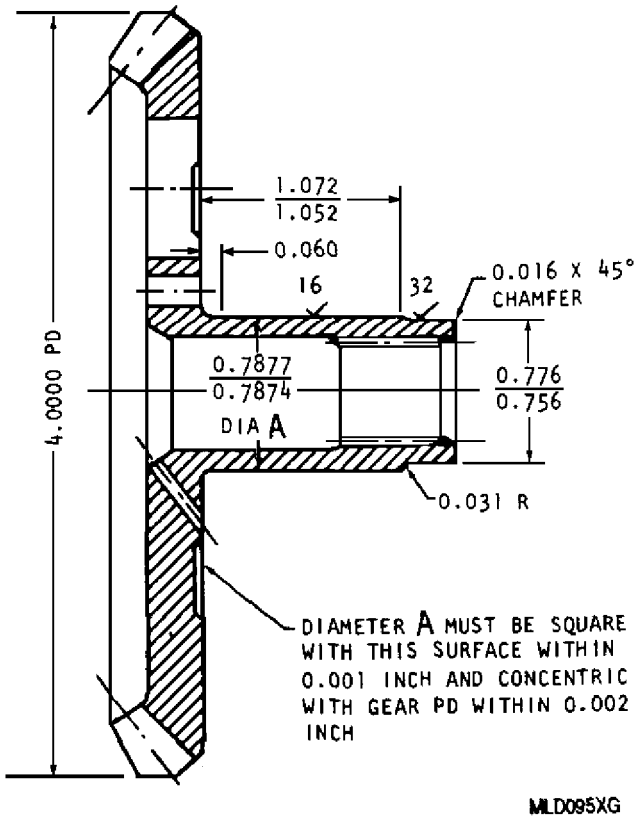

Figure 1. Compressor Side Gear Bearing Journal Repair
a. Grind 0.001 − 0.008 in. from Diameter A (figure 1) for cleanup. Record amount of plating required.
l. Grind journal to dimensions and surface finish as shown in figure 1. Remove the chrome plate from the 0.031 in. radius.